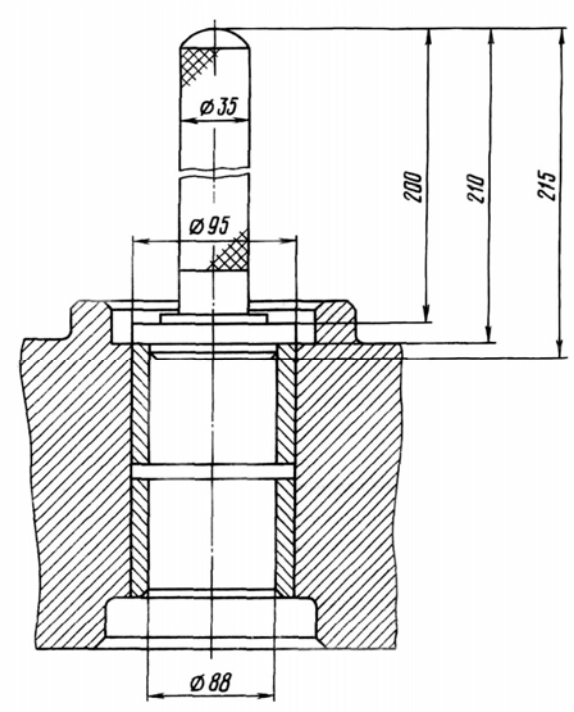

Рис.64. Выпрессовка втулок балансира
3. Снимите с концов оси 17 балансирной подвески балансиры 9 и при необходимости выпрессуйте с помощью оправки (рис.64) из балансиров 9 втулки.